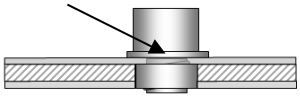

Fig.13 Fig.14
Wenn keine andere Position ohne doppeltes Innenblech gewählt oder das Innenblech nicht zur Seite gebogen werden kann, verwenden Sie eine der folgenden Lösungen: (A) Verstärkungshülsen (nicht mitgeliefert), die innen zwischen den beidas Blechen eingesetzt werden (Abb. 13), oder (B) Distanzhülsen (nicht mitgeliefert), die außen in Senkbohrungen des Blechs eingesetzt werden.